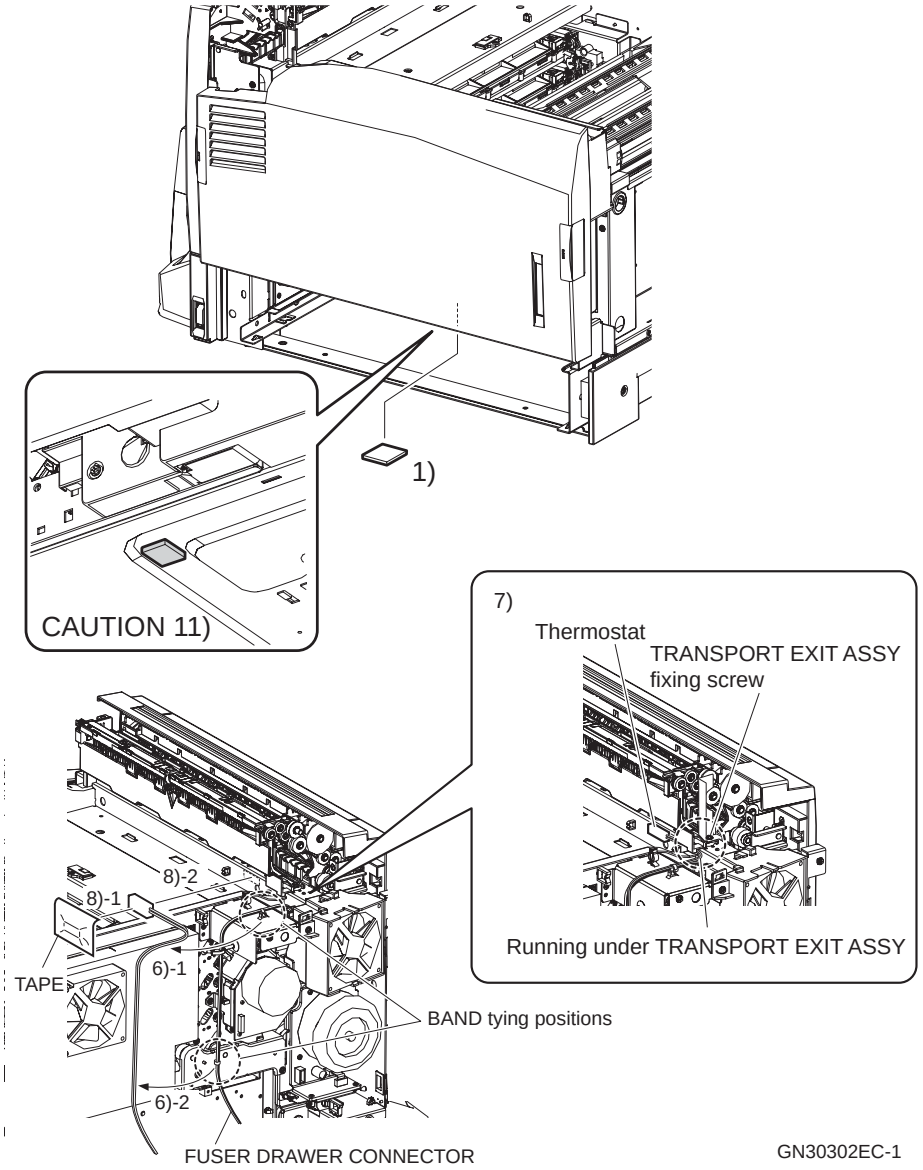

Figure 4-49. Removing the KIT HEATER ASSY and KIT HEATER DELE ASSY (1)
6. In the position of main unit Frame shown in Figure 4-49, apply the Thermostat with the supplied double-faced tape.
9. As shown in Figure 4-49, tie the Harness of the Thermostat to the Harness of the FUSER DRAWER CONNECTOR with two BANDs.
11. As shown in Figure 4-49, put the entire surface of the SEAL SCREW into the recess of the Top Plate.